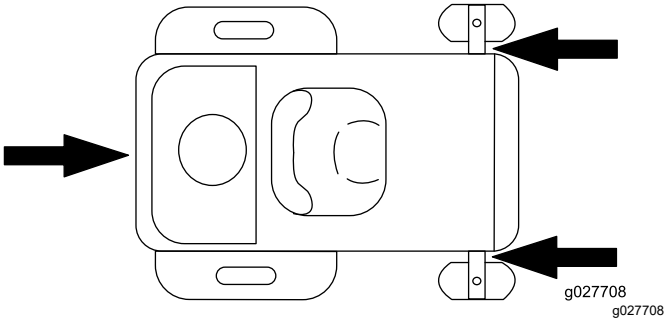

Figur 34
6. Bind fast maskinen nära de främre svänghjulen och den bakre ramen med remmar, kedjor, kablar eller rep (Figur 34). Kontrollera vilka lokala bestämmelser som gäller för transport på släp.